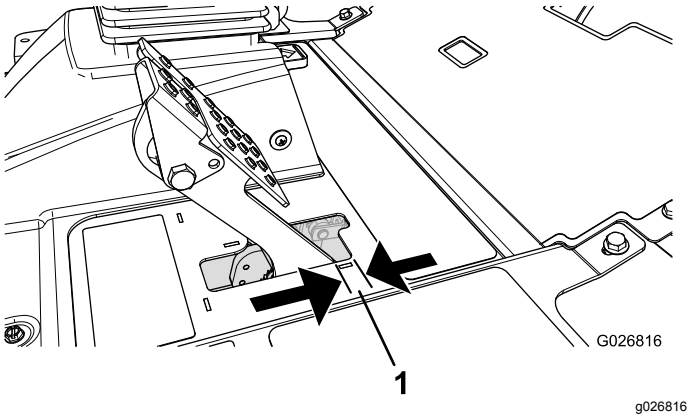

Figur 60
Justera bromsarna om bromspedalen har mer än 2,5 cm fritt spel (Figur 60) eller om större fasthållningskraft krävs. Det fria spelet är det avstånd bromspedalen förflyttar sig innan bromsmotståndet känns av.
2. Dra åt den bakre muttern så att vajern förs bakåt tills bromspedalerna har ett spel på 6–13 mm(Figur 60) innan hjulen låses.